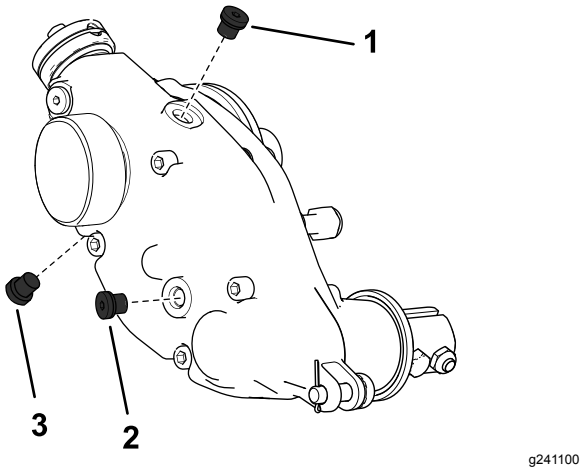

Figura 27
2. Rimuovete il tappo di spurgo situato nella parte inferiore dell'alloggiamento (Figura 27).
3. Rimuovete il tappo di riempimento sul lato dell'alloggiamento e allentate il tappo di sfiato nella parte superiore per lasciar passare l'aria (Figura 27).